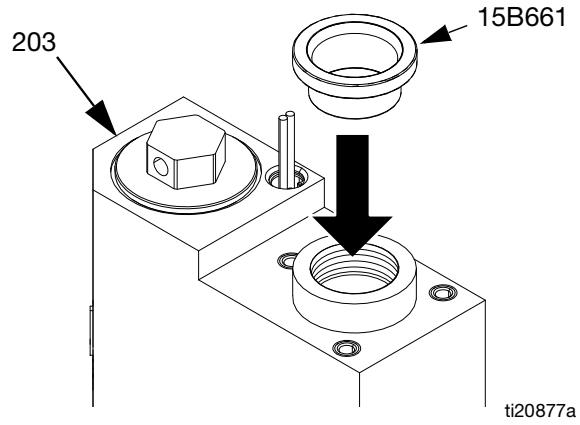

**FIG. 30**
1. To protect the seals from the sharp threads, place seal installation tool 15B661 into the throat bore. See FIG. 30.
7. Install retaining nut (235). See FIG. 30.